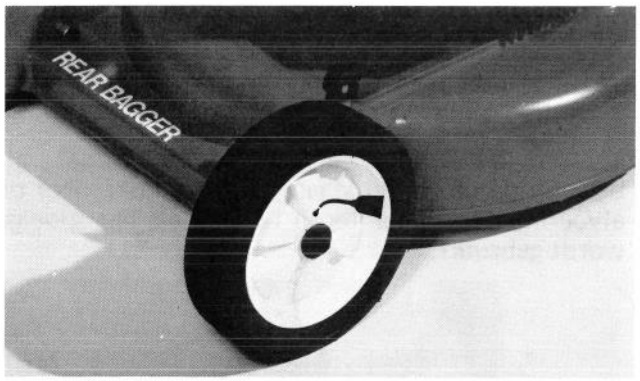

Afbeelding 22
1. Na iedere 25 uur van gebruik of aan het eind van het maaiseizoen, breng 2 of 3 druppels lichte olie aan op de binnenkant van alle wielbouten (Afb. 22). Draai de wielen, zodat de olie in de wielbussen gedistribueerd wordt.